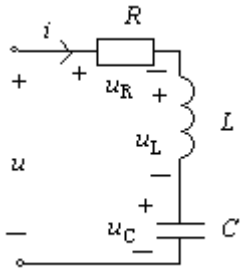

图 9
4. 图 9 电路中，R=30Ω，L=127mH，C=40μF，电源电压 $u = 220\sqrt{2}\sin(314t + 10^0)$。求：（1）各元件的瞬时电压，并作向量图（含电流及各电压）；（2）电路的功率因数 cosφ 及有功功率 P。（计 12 分）